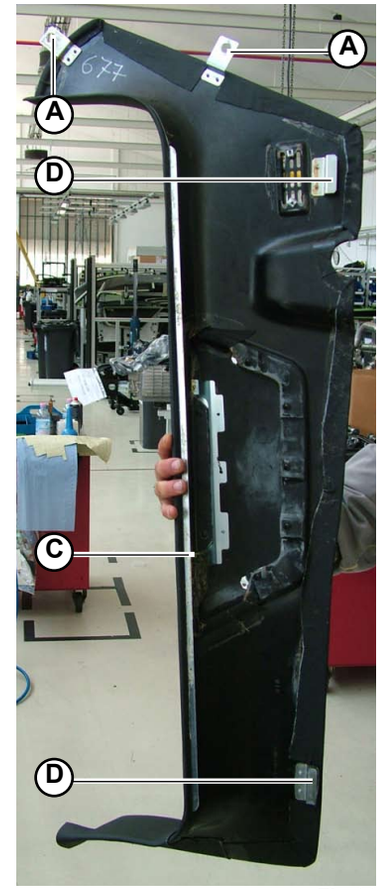
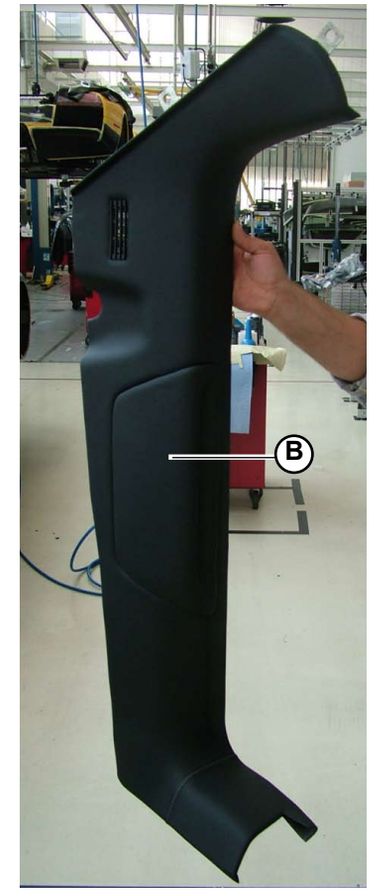

Fig.32
Fig.33
1. Unscrew the 2 screws (**A-Fig.32**) securing the side member cover at the rear.
2. Remove the side member cover (**B-Fig.33**) by releasing the upper slot (**C-Fig.32**) and the 2 lower slots (**D-Fig.32**) from their couplings.